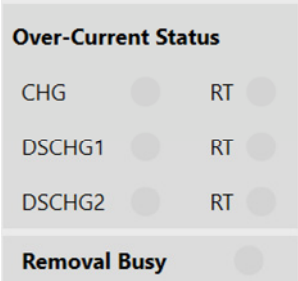

Figure 38: Over-Current Status Monitor
7. Monitor for OC statuses (see Figure 38).